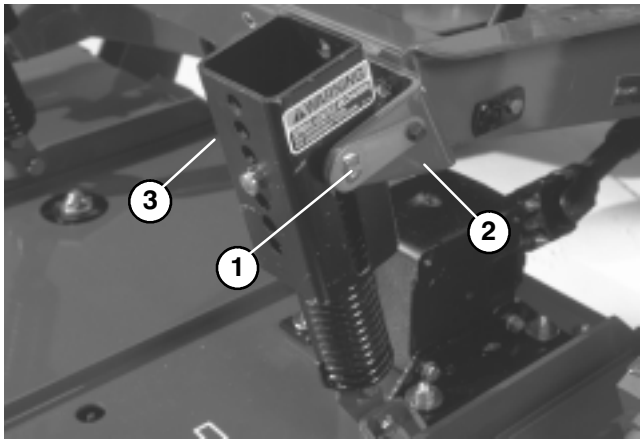

Figure 21
2. Disconnect counterbalance from traction unit, remove lock pins from brackets, separate spring tension assemblies from brackets and lay them down on the deck. Loosely secure lock pins to brackets to prevent losing them (Fig. 21).